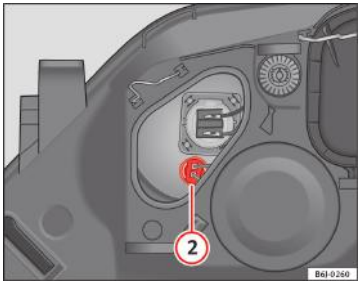

Fig. 150 Lămpile de poziție laterale ▶
– Scoateți conectorul ⇒fig. 150 (2) trăgându-l în afară.